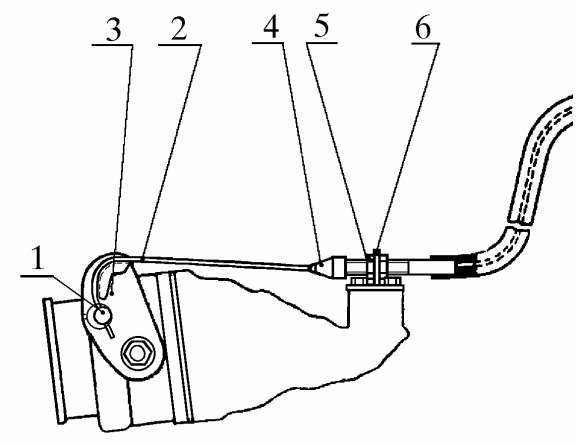

Рис. 22. Отсоединение тяги привода воздушной дроссельной заслонки:
4.20.1. Вынуть ролик 1 (рис. 22) троса 2 из отверстия в секторе 3, отведя сектор в положение “Дроссельная заслонка открыта”.